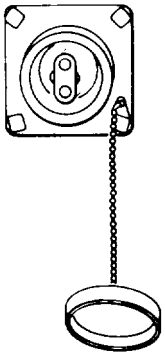

Figure 2-24. 110 volt external receptacle
a. Connecting 110 Volt AC External Power Source (figure 2-24).
(1) Unscrew dust cover from 110 volt AC external receptacle.
(2) Connect external 110 volt power supply to receptacle.